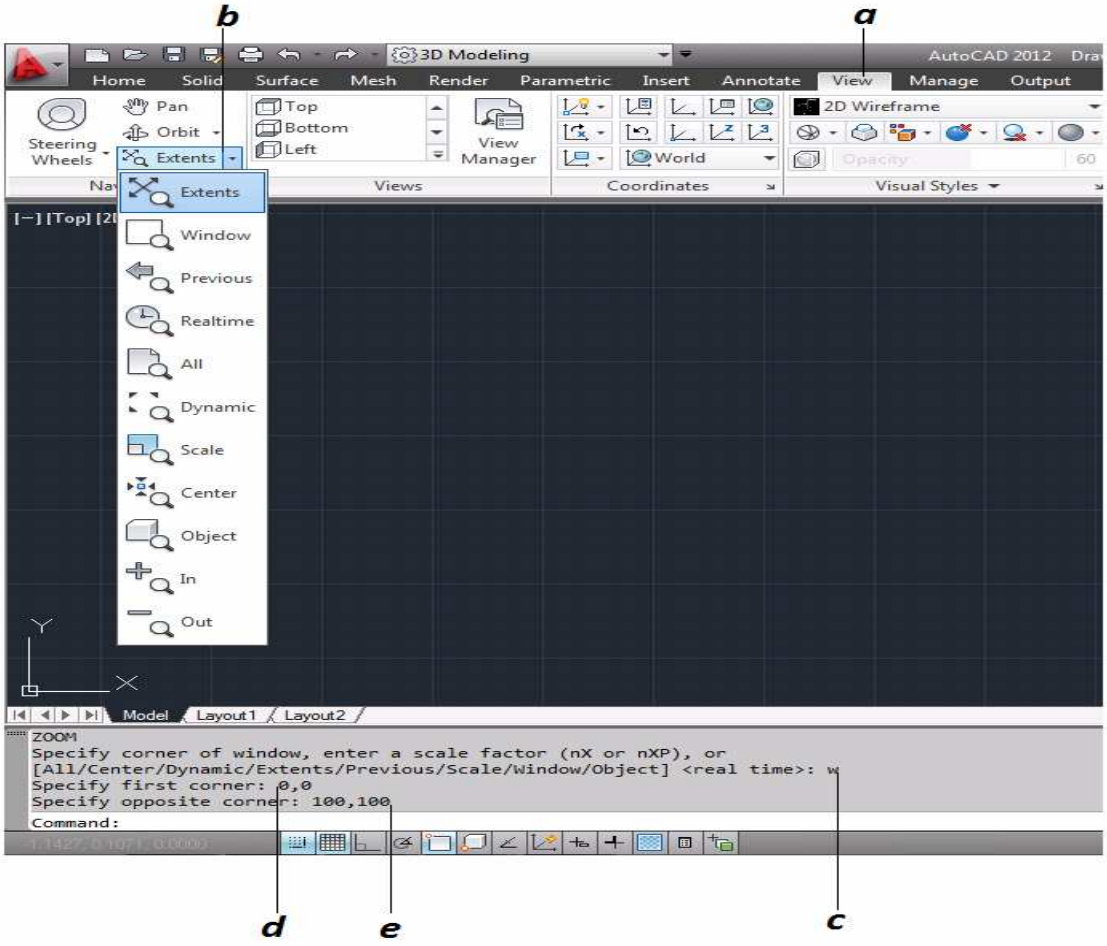

Figura 3.8. Visualización del área de trabajo
Cuando se abra un proyecto nuevo de AutoCAD 2012 tenemos por defecto un área grafica de 3600x1800; el área se puede modificar para hacerla mas pequeña, para esto utilizamos el comando zoom window, pide especificar las coordenadas en forma diagonal dependiendo de nuestra necesidad *(figura 3.8)*.
a. Se da clic en la pestaña view *(figura 3.8)*.
b. En la flecha de opción zoom se pueden ver los demás tipos de comando *(figura 3.8)*.
c. Se selecciona la opción Window *(figura 3.8)*.
d. En la barra de comandos se pide indicar la 1ª coordenada, en este caso será 0,0 *(figura 3.8)*.
e. La segunda coordenada será 100,100 y se da enter *(figura 3.8)*.